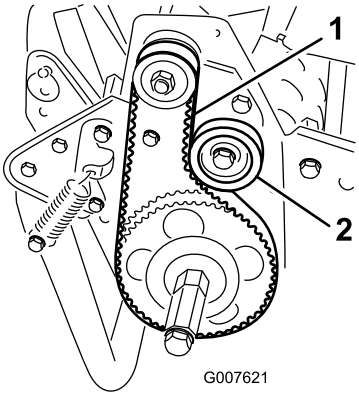

Figur 38
2. Kontroller hvor stram remmen er ved å presse på mellomspennet (Figur 38) med en kraft på 18–22 N.
A. Løsne monteringsmutteren på lederullen, og vri lederullen med klokken mot baksiden av remmen helt til du oppnår ønsket remspenning (Figur 38).